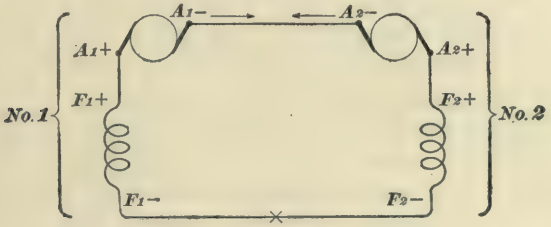

FIG. 26.
**32. Two Dynamos in Opposition.**—Two dynamos are said to be in opposition, when they are in series, as far as connections go, but have their polarities opposed; i.e., when one dynamo is trying to send the current in one direction, and the other dynamo is trying to send it in the opposite direction. In Fig. 26, $A_1+ - A_1-$ are the armature leads of one machine, and $F_1+ - F_1-$ are its field leads; $A_2+ - A_2-$ are the armature leads of the other machine,